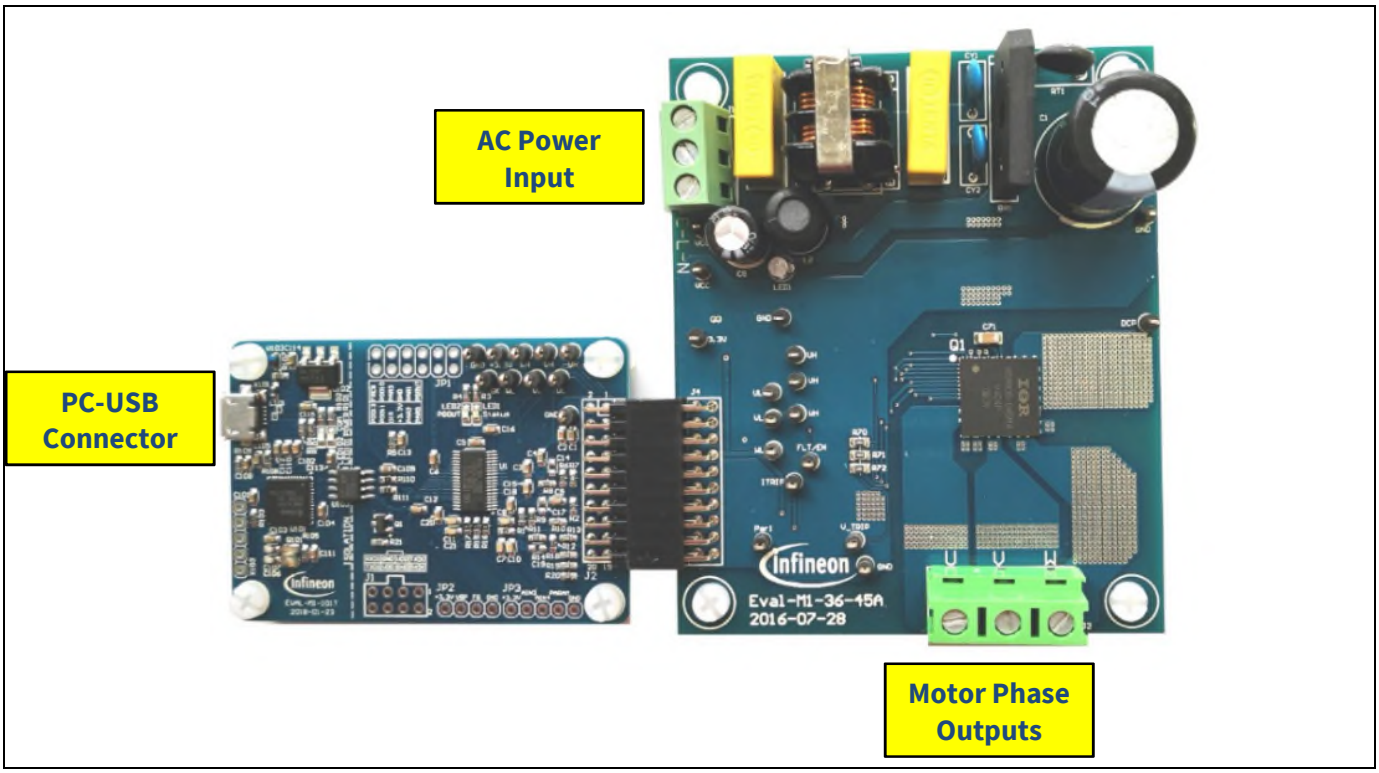

Figure 5 System connection example using EVAL-M1-101T and EVAL-M1-36-84A
3. Connect EVAL-M1-101T’s M1 20-pin interface connector (J2) to power board (For example EVAL-M1-36-84A, see Figure 5).